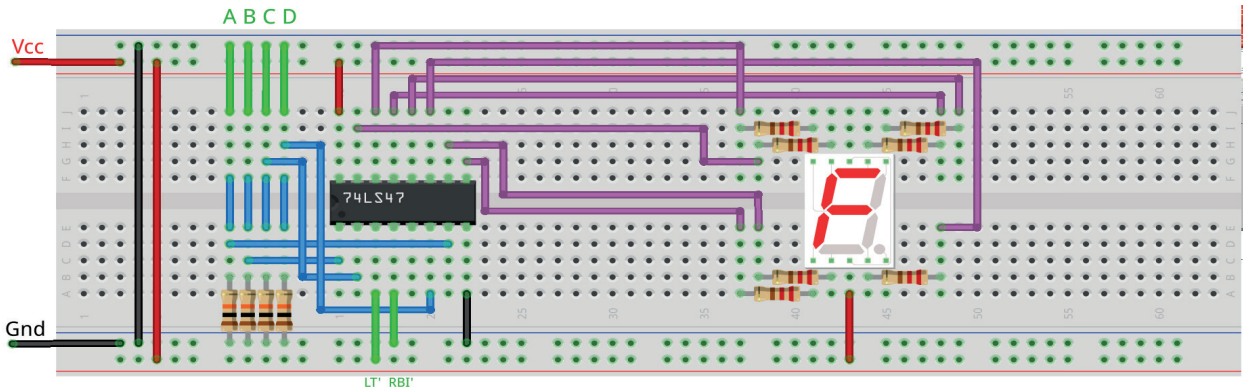

Figura 7.32 – Disposição dos componentes na placa de montagem.
1. Monte o circuito na placa de montagem, conforme figura 7.32.